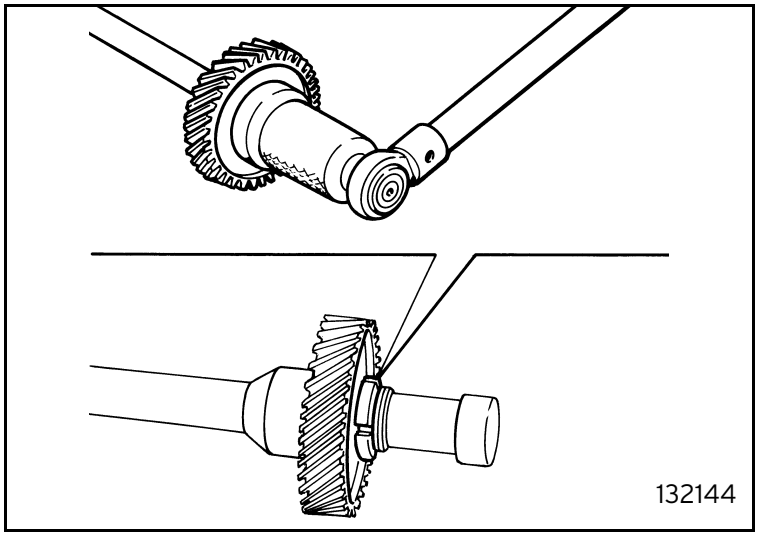

Fig. 44
- with tool 962495037 unscrew the ring nut securing the transmission shaft gear (figure 44); to disassemble take out the gear and the bearing track;